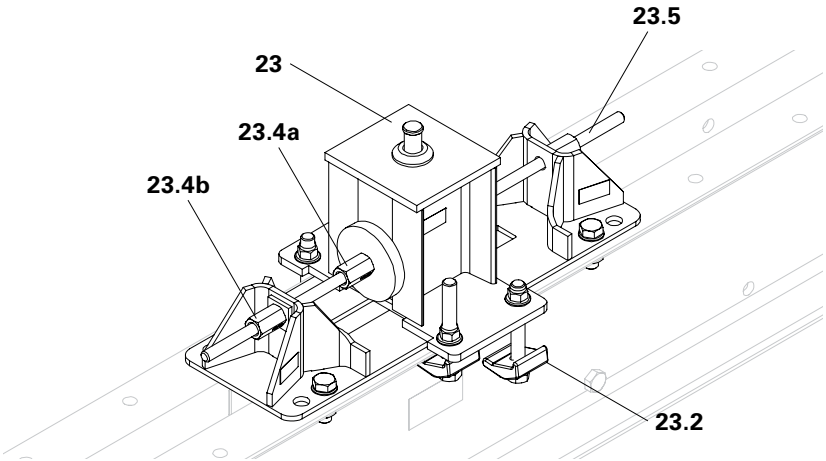

Fig. A4.02
3. Secure the Horizontal Bearing (23) additionally with the clamps (23.2). (Fig. A4.02)
(Fig. A4.02)